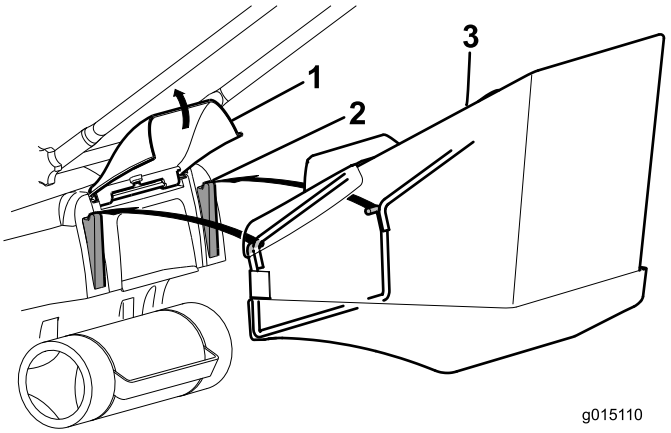

Рисунок 15
2. Удерживая заднюю дверцу в верхнем положении, установите мешок для сбора травы на выступы (Рисунок 15).